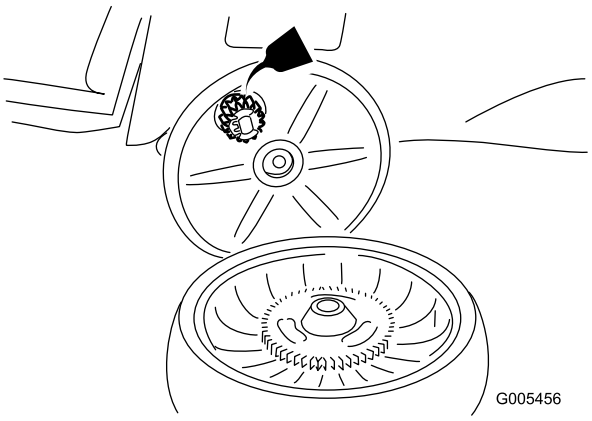

Figure 28
2. Appliquez une couche d'huile de graissage sur les engrenages comme illustré à la Figure 28.